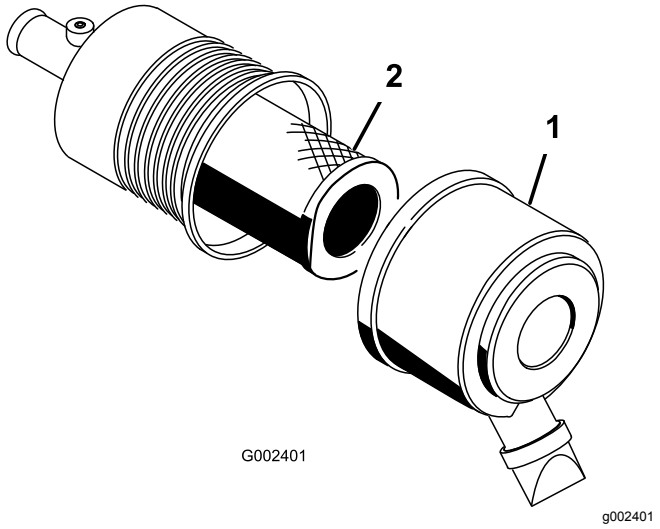

Bild 33
1. Lösen Sie die Riegel am Luftfilter und ziehen Sie die Abdeckung vom Luftfiltergehäuse ab (Bild 33).
3. Schieben Sie den Filter vorsichtig aus dem Luftfiltergehäuse heraus (Bild 33).
5. Schieben Sie den Filter vorsichtig auf das Gehäuserohr (Bild 33).
6. Bringen Sie die Luftfilterabdeckung mit der Seite nach oben an und rasten Sie die Riegel ein (Bild 33).